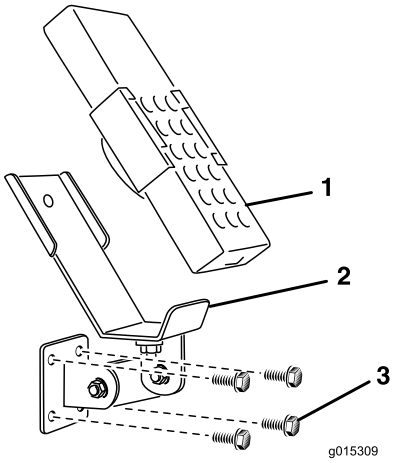
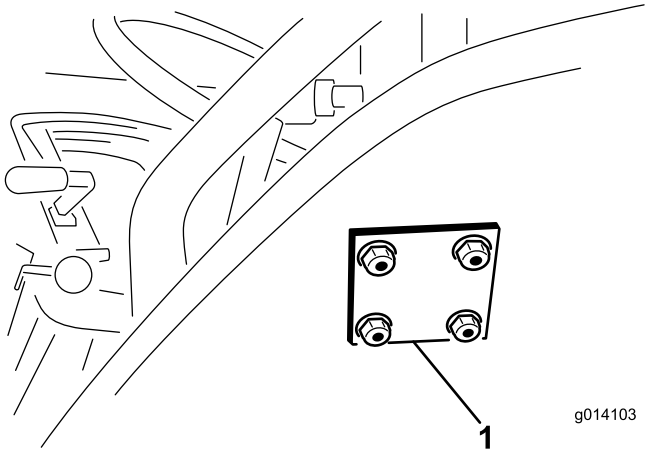

Rysunek 12
Rysunek 13
3. Stosując płytę wsporczą jako wzornik, określ umiejscowienie (4) otworów o wielkości 11/32 cala, oznacz je i nawierć na powierzchni montażowej pojazdu holowniczego.
4. Przymocuj wspornik montażowy i płytę wsporczą za pomocą (4) śrub kołnierzowych 5/16 x 1–1/2 cala i przeciwnakrętek kołnierzowych (Rysunek 12 i Rysunek 13).